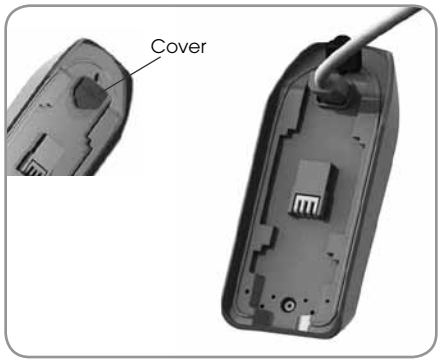

Figure 30. USB port cover on underside of battery pack, and connected to micro-USB cable
3. Connect the battery pack to the computer with the supplied micro-USB cord. To access the port on the battery pack, lift the cover (Figure 30).